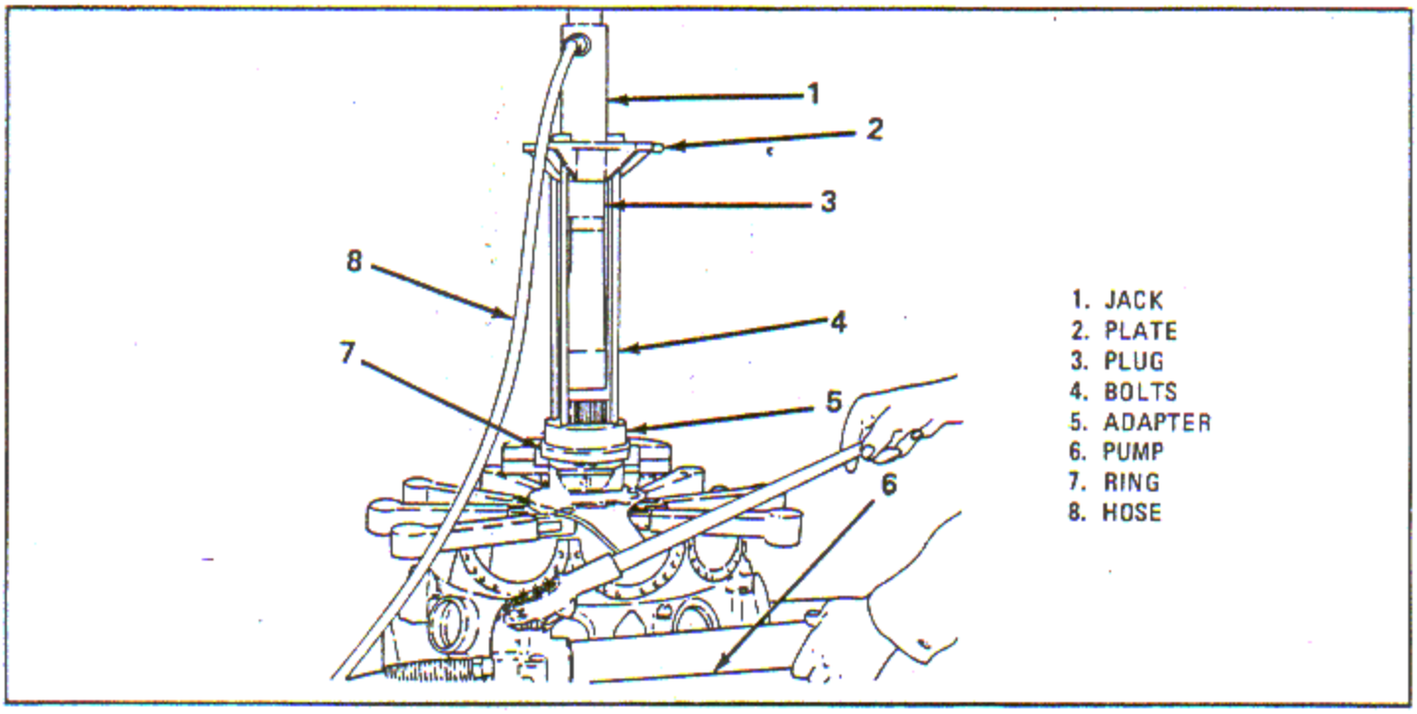
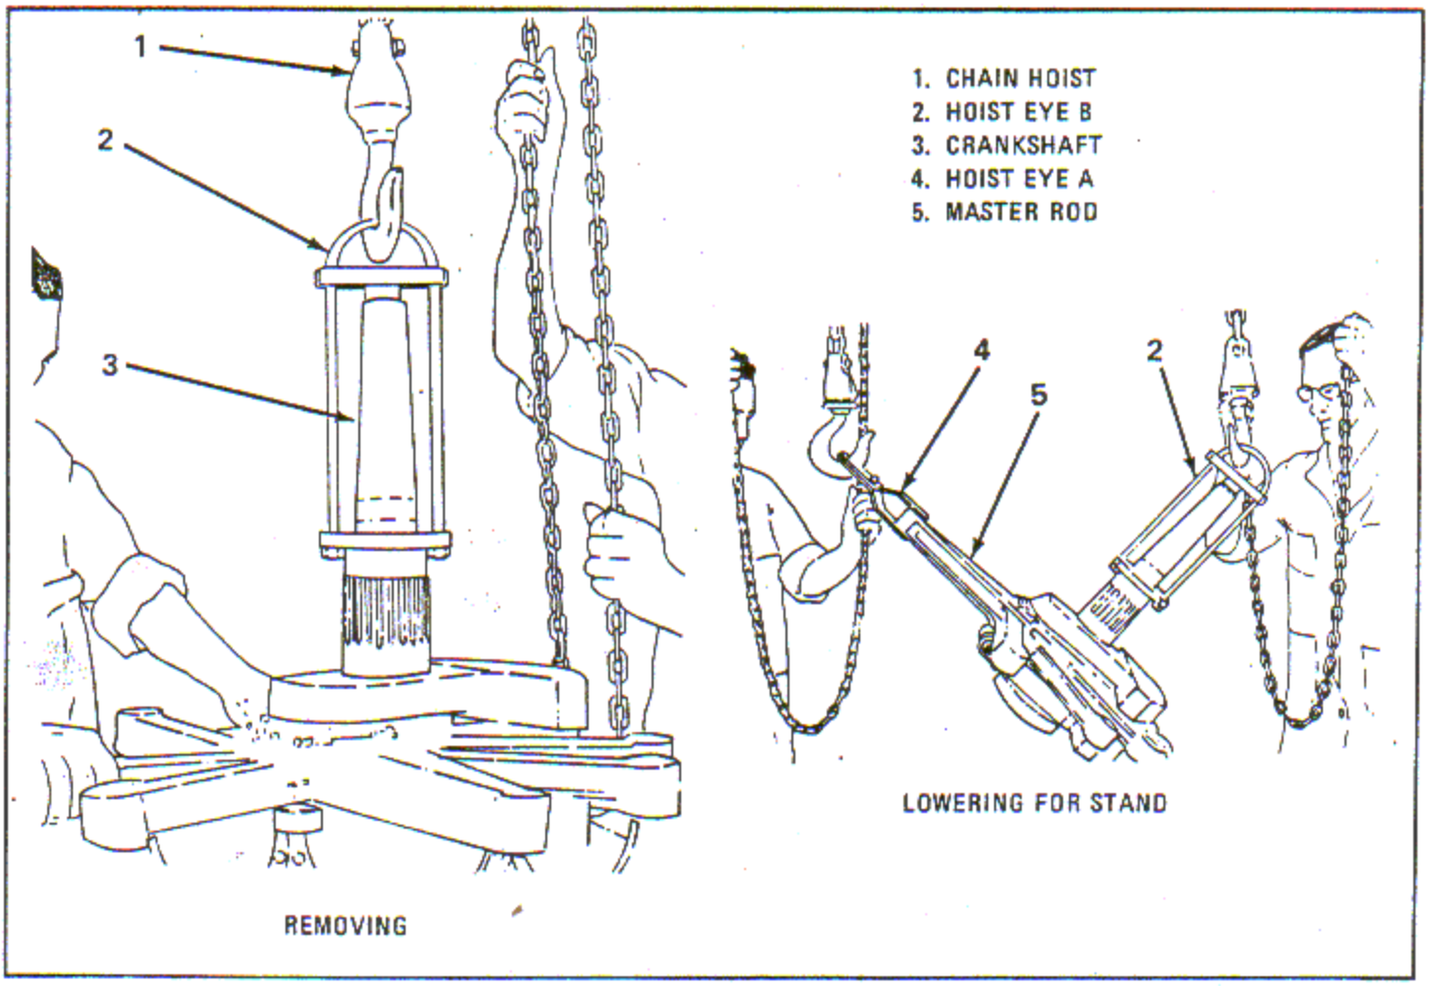

Figure 4-21. Pulling Crankshaft Front Main Bearing Inner Race
Figure 4-22. Removing and Lowering Crankshaft Assembly to Position for Disassembly Stand
4-30A. Remove the crankshaft front main bearing inner race, using hydraulic puller consisting of hose (8, figure 4-21), pump (6), ring (7), bolts (4), jack (1), plug (3) and adapter (5) as follows.
a. Install the two segments of adapter (5, figure 4-21), with the lip under the crankshaft front main bearing inner race. Lock the adapter in place by installing the ring (7), all the way down and around the segments.
b. Put the plug (3), in the end of the crankshaft. Screw the jack (1), to the plate (2), and insert the jack into the plug.
c. Attach four bolts (4), through the plate (2), to the adapter (5).
d. Attach the pump (6), and jack (1), and pull the bearing inner race as shown.
e. Install hoist eye B (2, figure 4-22), on the crankshaft (3), and attach a chain hoist and raise the crankshaft assembly clear of the engine stand.
f. Install hoist eye A (4), on the master rod (5), and attach a chain hoist (1). One man should raise the master rod while another lowers the crankshaft (3). When the crankshaft is in flight position, remove the crankshaft eye.